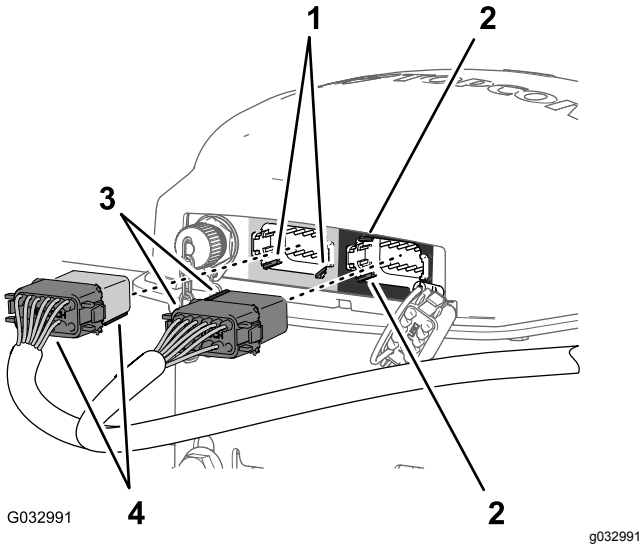

Figur 167
3. Rikta in de två kilarna på långsidan av den grå och svarta kontakten med tolv uttag på datakablaget med de två kilhålen i den nedre, horisontella sidan på navigeringsmottagarens vänstra (grå) kontakt med tolv stift (Figur 167).
4. Anslut den grå och svarta kontakten med tolv uttag på datakablaget till den vänstra (grå) kontakten med tolv stift på navigeringsmottagaren så att kontaktlåsen snäpper samman ordentligt (Figur 167).
5. Rikta in de två kilarna på kortsidan av den svarta kontakten med tolv uttag på datakablaget med de två kilhålen i den vänstra, vertikala sidan på navigeringsmottagarens högra (svarta) kontakt med tolv stift (Figur 167).
6. Anslut den helsvarta kontakten med tolv uttag på datakablaget till den vänstra (svarta) kontakten med tolv stift på navigeringsmottagaren så att kontaktlåsen snäpper samman ordentligt (Figur 167).